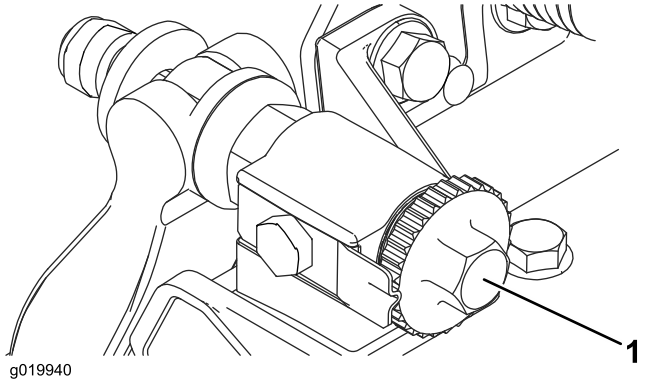

Figur 8
1. Placera klippenheten på en plan, jämn arbetsyta. Vrid underknivsstångens justerskruvar moturs för att säkerställa att underkniven inte vidrör cylindern (Figur 8).